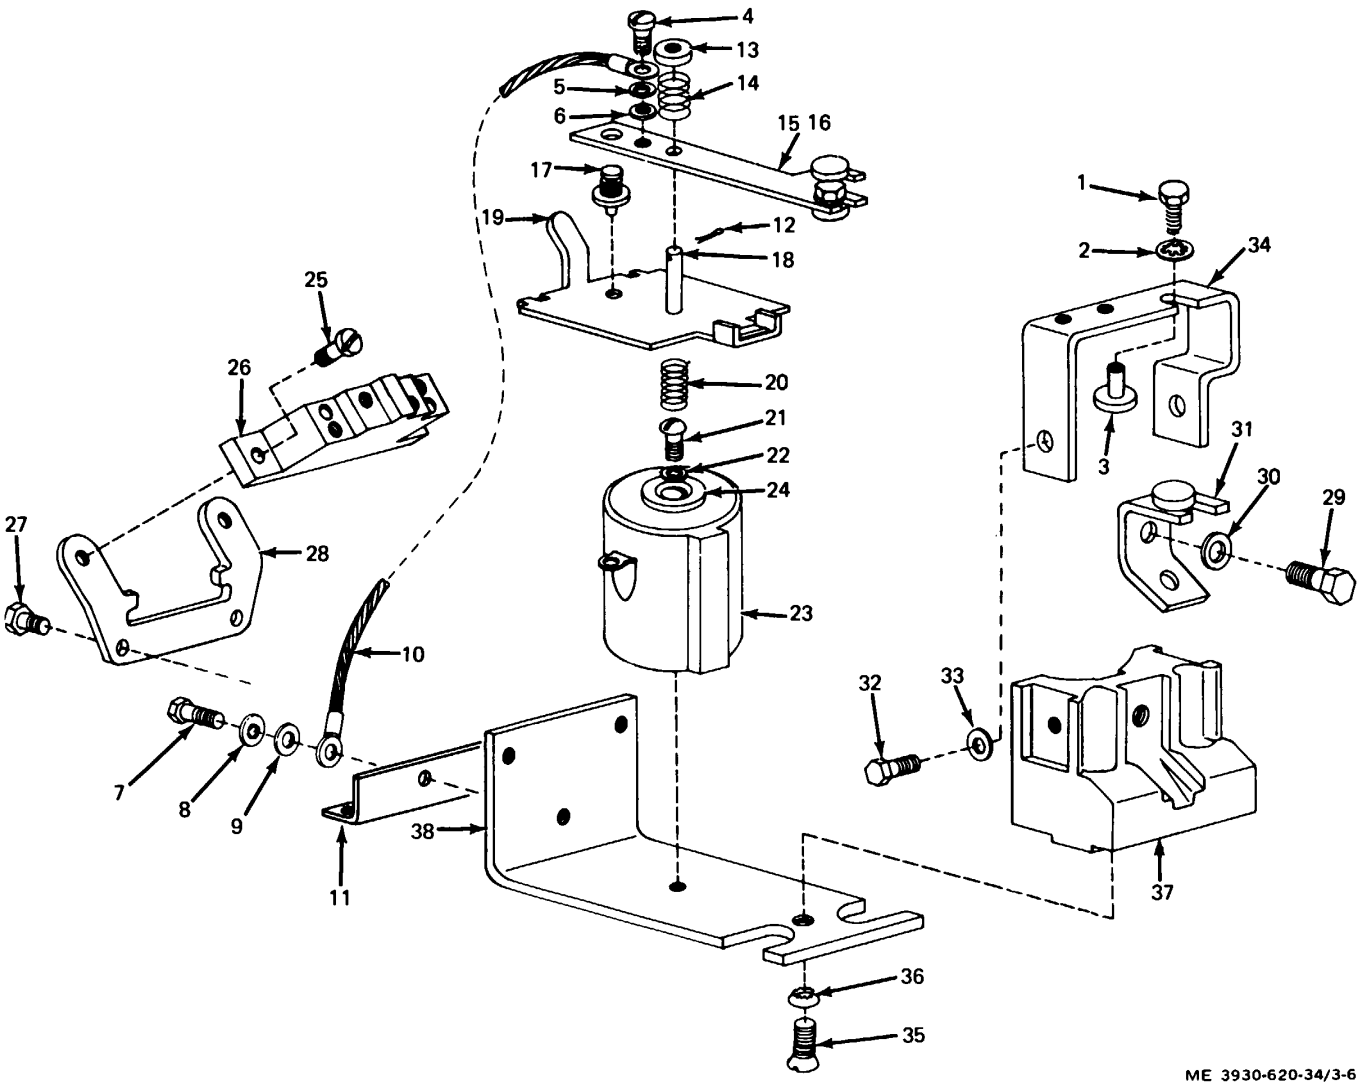

Figure 3-6. Forward or reverse contactor. exploded view.
(1) Disassemble in the sequence of figure 3-6 and as follows:
KEY to fig. 3-6: